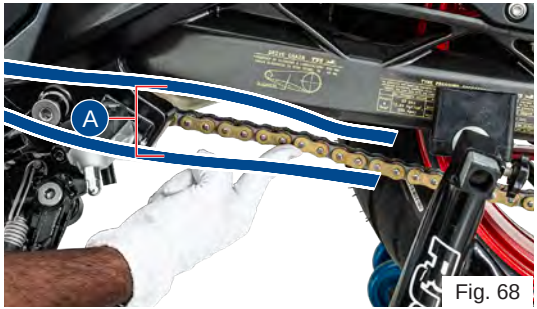

Fig. 68
- Using the fingers, check the slackness of the chain at the lower portion, midway (A) between the sprockets **(ref. Fig. 68)**.
- The slackness (A) should be between 30 to 40 mm at the various points of the chain.